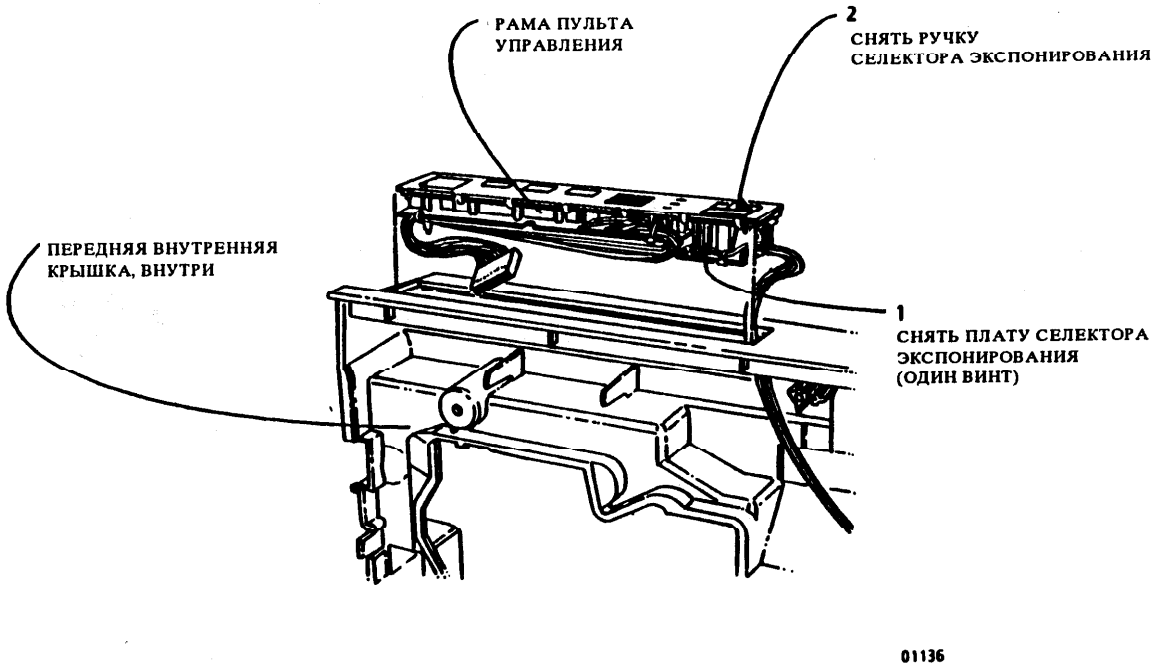

Рис.1. Снятие платы и ручки селектора экспонирования
2. (Рис. 1): снять плату селектора экспонирования и ручку селектора согласно необходимости.